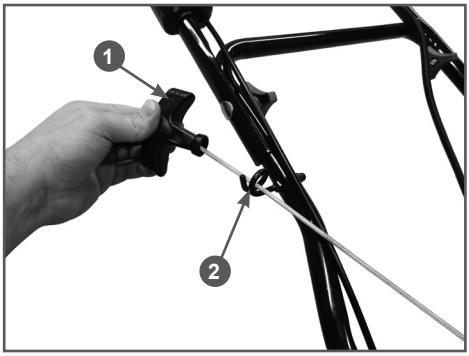

Рис. 7 Крепление ручки стартера на рукоятке
8. Закрепите ручку стартера на кронштейне (Рис. 7). Для этого медленно потяните за ручку стартера, чтобы вытянуть шнур из корпуса стартера на требуемую длину. Затем пропустите шнур стартера через витки кронштейна и отпустите ручку стартера. Ручка стартера должна остаться на кронштейне.